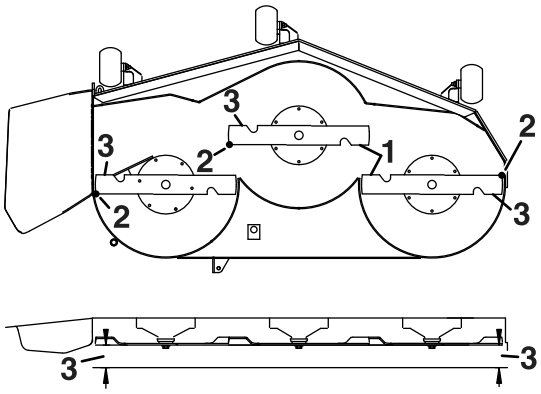

Figure 60
5. Mesurez la distance entre les tranchants extérieurs et le sol plat (Figure 60).